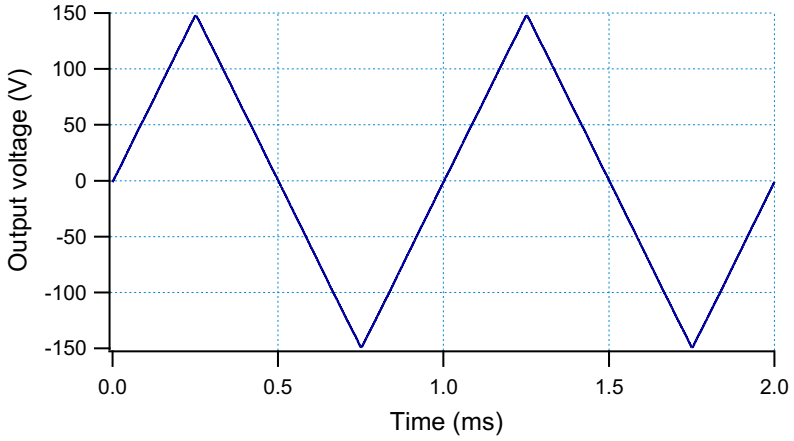

Figure 10. Triangle wave 300V_{pp} 1kHz
- Sine and triangle wave responses (Fig. 10, 11)